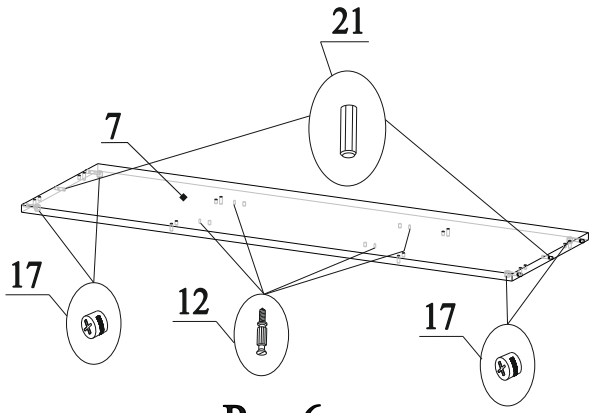

Рис.6
13. В торцы детали 7 вставить шканты 21 (рис.6);
14. В отверстия на детали 7 вставить эксцентрики 17 стрелками к торцевым отверстиям (рис.6);
15. В отверстия на детали 7 вкрутить дюбеля 12 (рис.6);